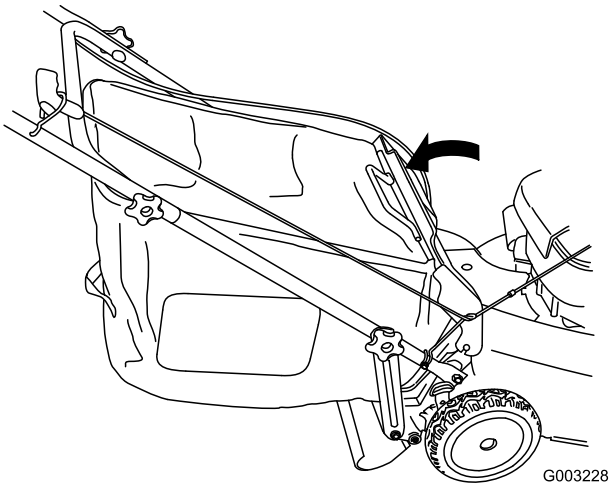

Figura 25
5. Baje la puerta trasera (Figura 25).